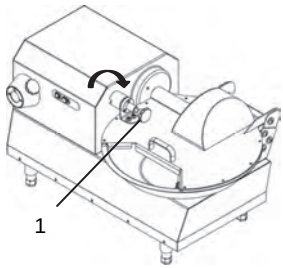

Abb. 6.3.10
- Entriegelungsknauf des Deckels im Uhrzeigersinn drehen 1 Abb. 6.3.10.